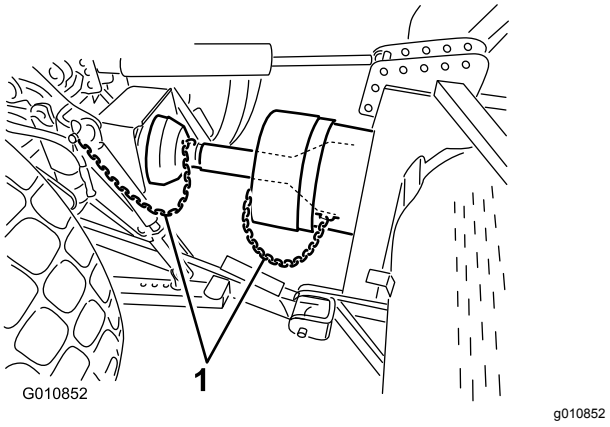

Figur 25
6. Tilslut sikkerhedsafskærmningskæderne til kraftudtagsskærmen og traktorens beslag (Figur 25). Sørg for, at kæderne forbliver slappe, når dybdelufteren hæves eller sænkes.